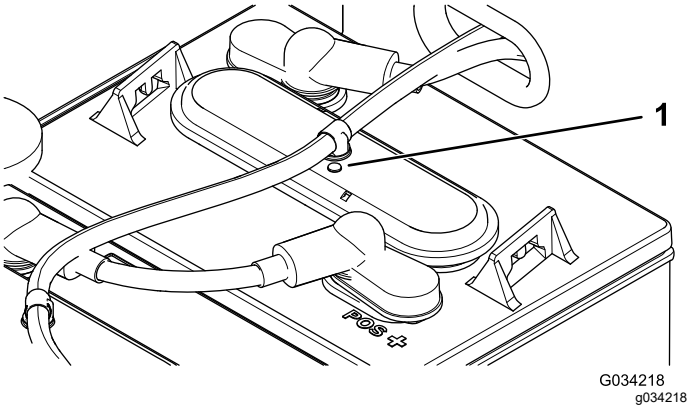

Bild 37
3. Prüfen Sie die Augen an jeder Batterie, ob sie schwarz oder weiß sind (Bild 37).